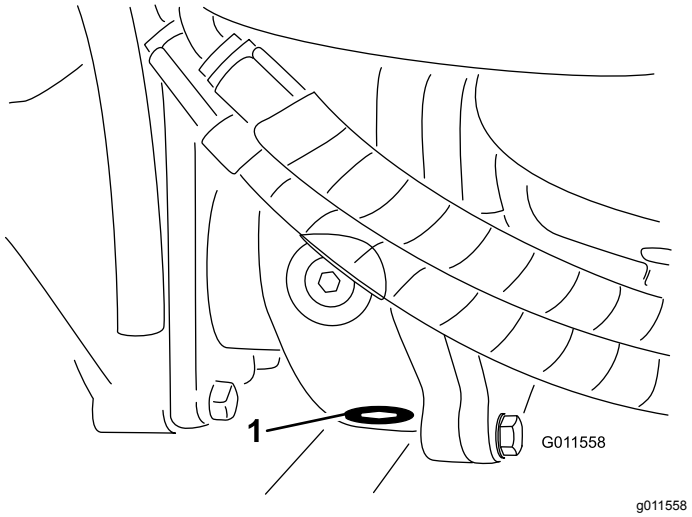

Figur 72
5. Rengør området omkring aftapningsproppen i bunden af gearkassen (Figur 72).